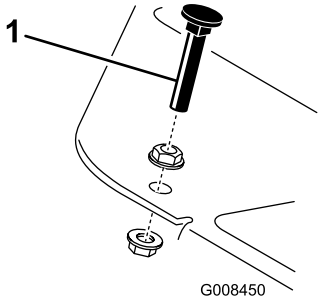

Figur 44
Trykk ned trekkpedalen. Hvis du kan tråkke pedalen helt inn (Figur 44) før det er spenning i kabelen, er det nødvendig med en justering.
1. Løsne flenshodelåsemutterne som fester pedalstopperen til gulvet (Figur 44).